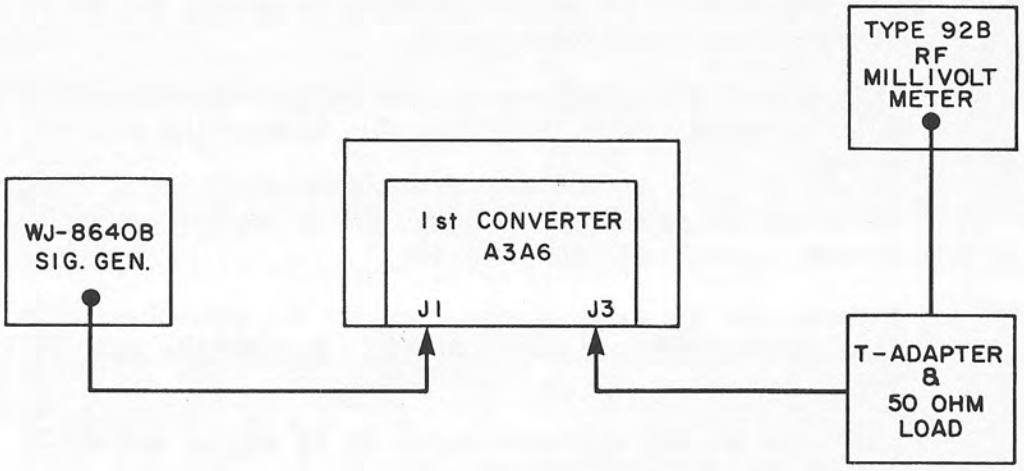

Figure 4-7. 1st Converter Performance Test, Equipment Connections
1. Connect the test equipment as illustrated in **Figure 4-7.**